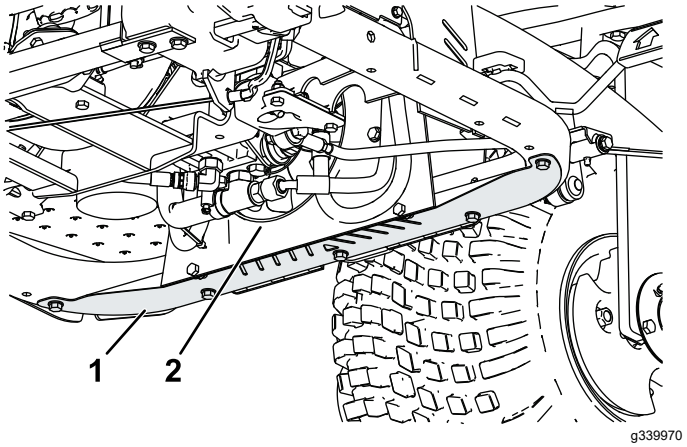

Figur 44
1. Fjern den nederste afskærmning (Figur 44).
2. Blæs trykluft ind mellem ventilatorvingerne (Figur 44) ved hjælp af en stav for at tvinge materiale ud fra den retning, det kom ind.